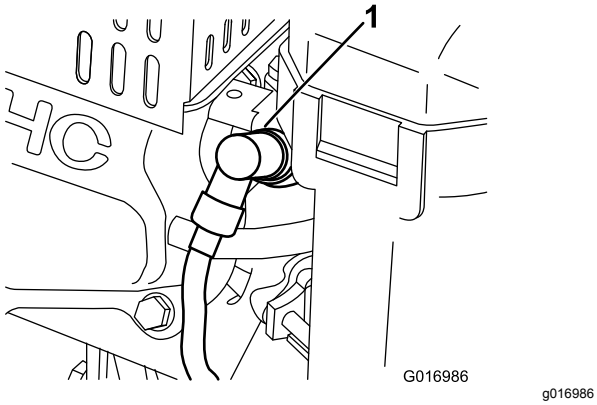

Figur 33
1. Tag den støbte tændrørsledning af tændrøret (Figur 33).